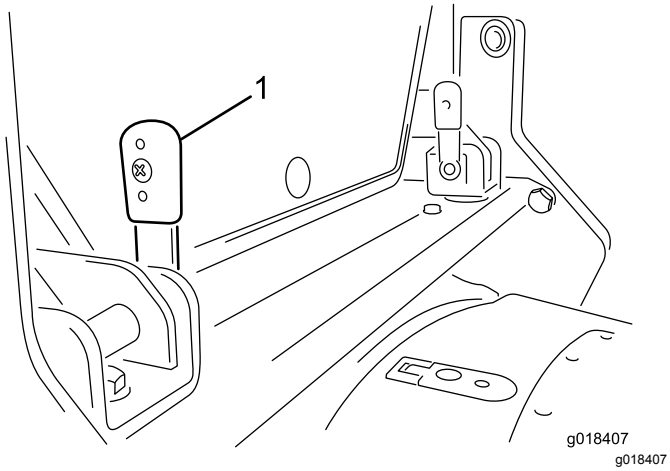

Rysunek 20
1. Wyjmij zawleczki i obróć 2 dźwignie blokujące znajdujące się na poprzecznicy z tyłu kabiny tak, aby były skierowane ku górze (Rysunek 20).
3. Dźwignie ustawione pionowo (Rysunek 20) przepchnij przez pary uchwytów.